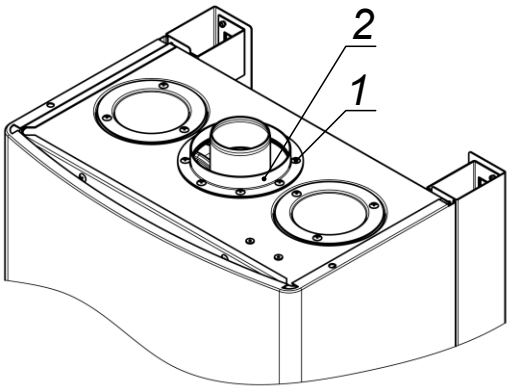

Рис. 7. Демонтаж воротника
1) отвернуть восемь винтов 1 и снять воротник 2 (см. Рис. 7);